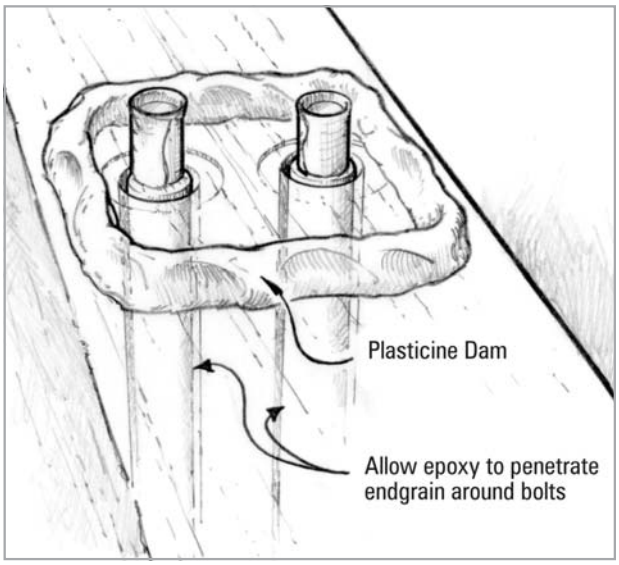

Figure 4-14 *Build an epoxy reservoir around each keel bolt.*
4. After blowing out the dust and shavings, wrap duct tape around the bolt threads and construct a ¼" high dam around the bolt hole with plasticine (modeling clay) *(Figure 4-14)*.